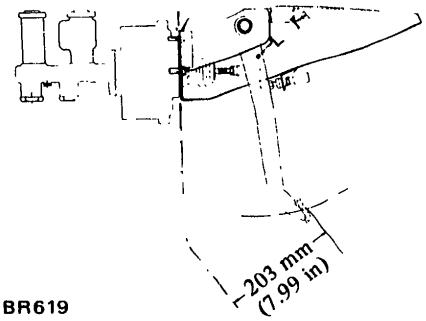

Fig. BR-4 Adjusting brake pedal
2. Next, turn back stopper, and depress pedal so that pedal pad height is reduced from 206 mm (8.11 in) to 203 mm (7.99 in). See Figure BR-4.